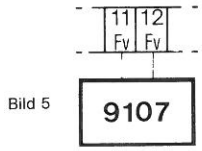

Bild 5
- **Wohnungsstation 9107** (Bild 5)